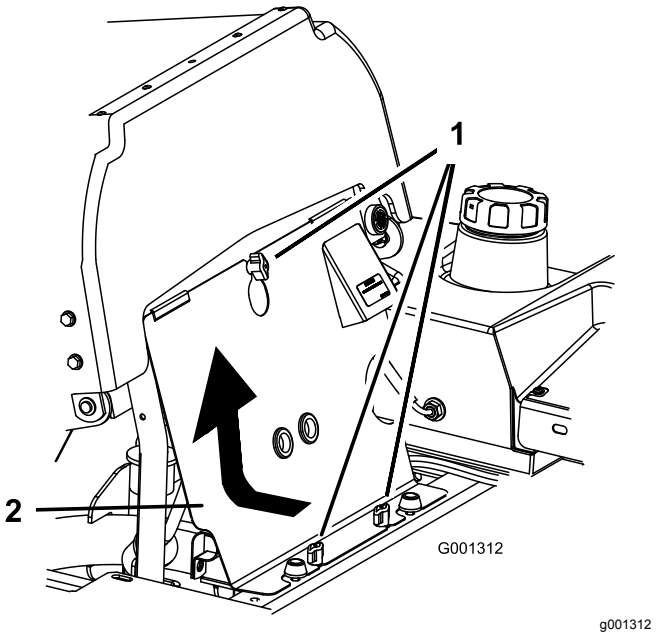

Rysunek 85
3. Poluzuj pokrętła przedniego panelu silnika i zdejmij panel (Rysunek 85).